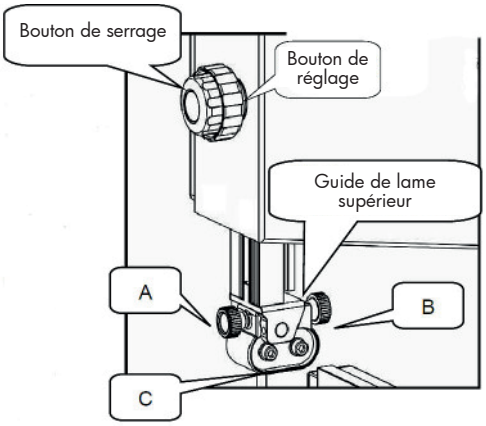
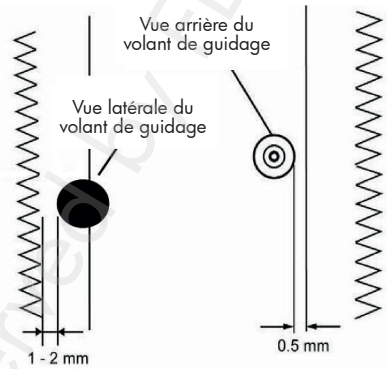

Fig. 36 : Réglage du guide de lame supérieur
Fig. 37 : Réglage des roulements du guide de lame
1. Desserrez la vis de serrage du guide de lame et réglez la hauteur du guide au moyen du bouton de réglage. Bloquez ensuite le bouton de réglage (voir figure 36).
2. Desserrez la vis (A, figure 36) et réglez la position du palier du guide de telle manière que le palier se trouve à une distance de 1 ou 2 mm (figure 37) des dents de la lame. Resserrez ensuite la vis (A, figure 36).
3. Desserrez la vis (B, figure 36) et réglez l'arrière du volant de guidage à 0,5 mm (figure 37) de l'arrière de la lame. Resserrez ensuite la vis (B, figure 36).
4. Desserrez la vis Allen (C, figure 36) et réglez le palier du guide à une distance de 0,5 mm de la lame. Resserrez ensuite la vis Allen (C, figure 36).